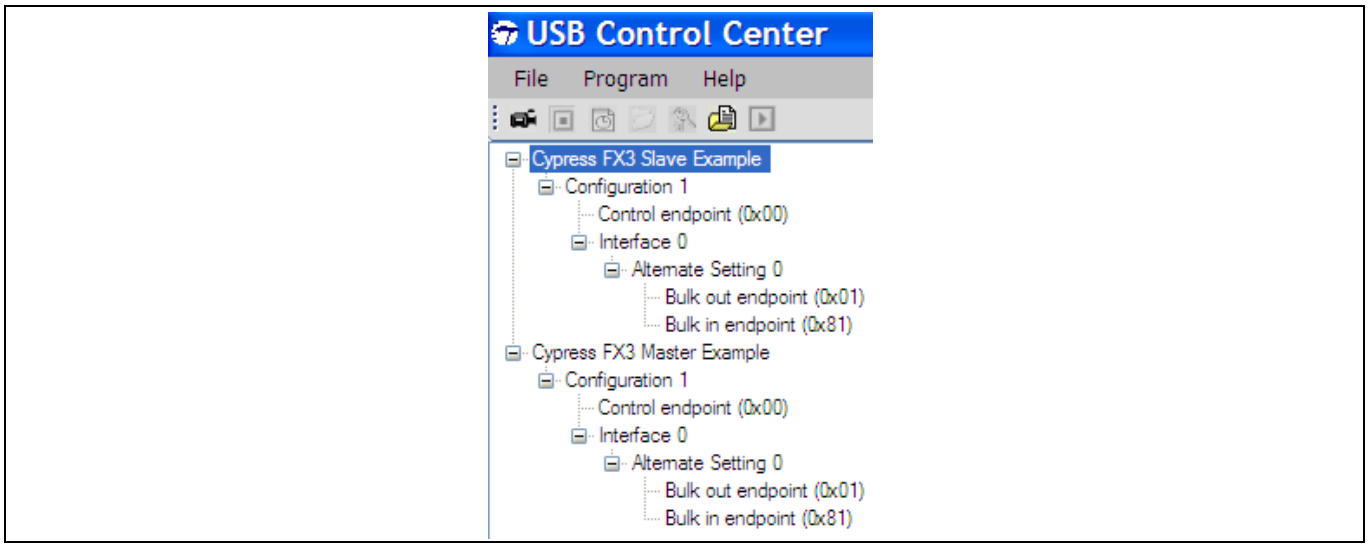

Figure 28 主设备和从设备 FX3 器件
4. 您可观察从设备和主设备器件的枚举操作，如 **Figure 28** 所示。从设备 FX3 器件使用了 0x4B4 的 VID 和 0x00F2 的 PID。主设备 FX3 使用的是 0x4B4 的 VID 和 0x00F4 的 PID。